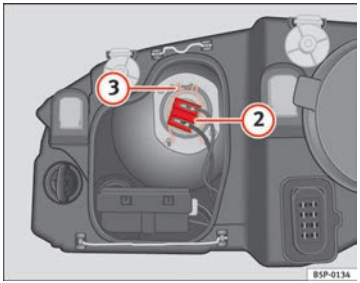

Fig. 188 Dipped beam headlights
– Remove connector ⇒ Fig. 188 (2) from the bulb.
– Unclip the retainer spring ⇒ Fig. 188 (3) pressing inwards to the right.